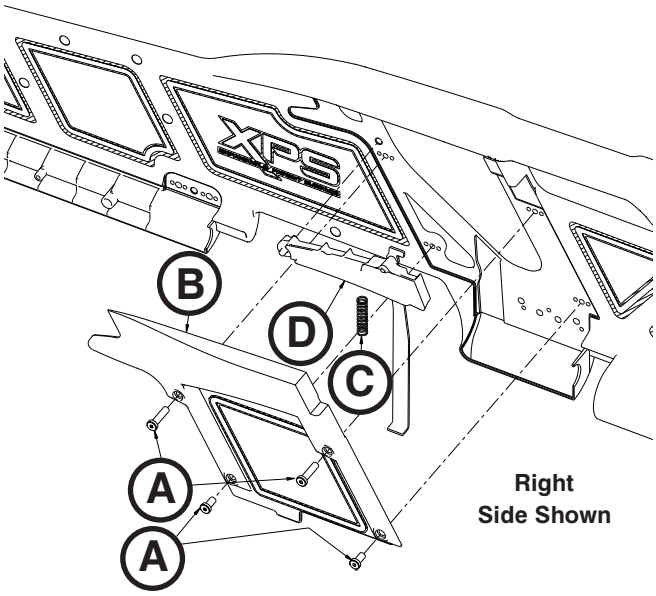

Figure 84
3. Using a 3/32” hex wrench, remove the four screws (A) that secure the release cover (B) to the overmold assembly to remove the release cover (Figure 84).
4. Using a small slotted screwdriver, pry the release handle return spring (C) up to remove the spring (Figure 84).
5. Grasp the release handle assembly (D), and hinge it upward on the spring side to remove it from the cover (Figure 84).